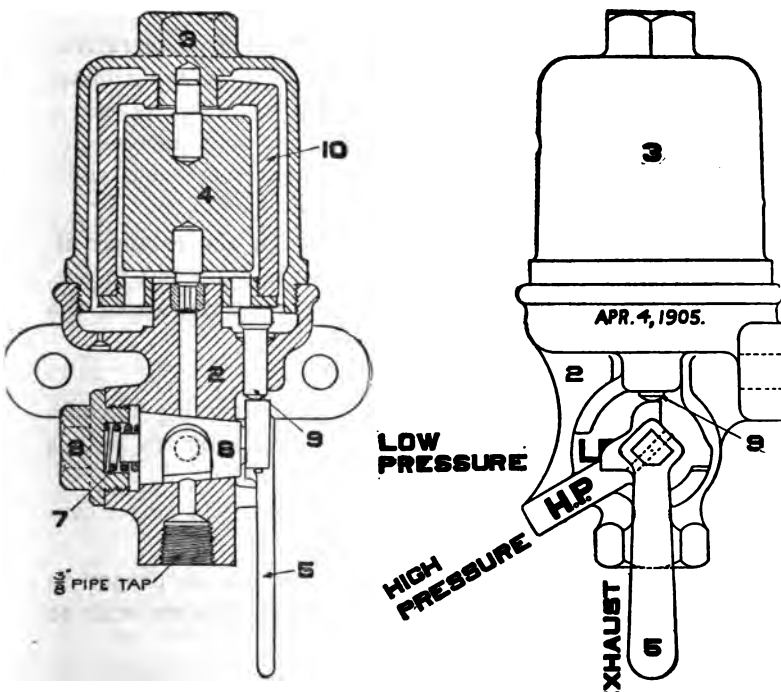

FIG. 32.—THE WESTINGHOUSE DOUBLE-PRESSURE RETAINING VALVE.
Q. What is the valve shown in Fig. 32?
It will be seen that the handle controls the lift pin 9, Fig. 32, and the lift pin in turn controls the upper weight. When the handle stands in the horizontal position the upper weight is lifted and the small weight controls the pressure; if in the mid positon the upper weight is not lifted and the combined weight of the small and large weight act against the cylinder pressure to retain it. The escape of air is as in the 15-pound